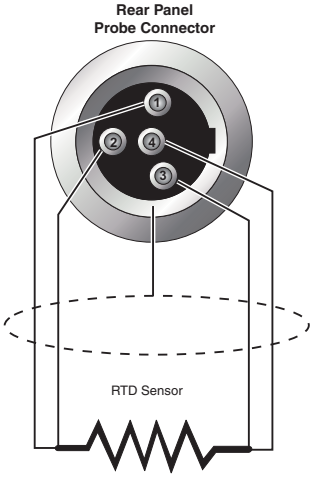

Figure 2 *RTD Probe Wiring*
Connect the control probe into the socket at the back of the controller labeled "PROBE" (see Figure 2 on page 14). Insert the probe into the bath or system to be controlled. For best stability and response time the control probe should be
(3) The control probe is plugged in here. The probe is a DIN 43760 type RTD. Probes or additional connectors for use with the user's probes are available from Hart. For assistance in wiring an RTD to the controller see Figure 2 on page 14. A probe connector has been provided for use with the control probe connection.
(4) The RS-232 communications cable is connected to this 9 pin D-subminiature connector. This enables the controller to be programmed and operated remotely.
(5) The serial number label (not shown) is located on the bottom of the unit towards the back panel.